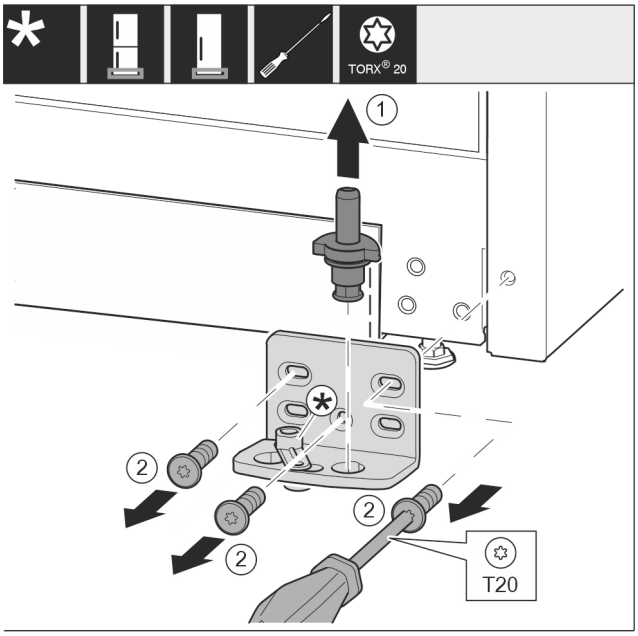

Fig. 12
▶ Extrageți complet bolțul de lagăr *Fig. 12 (1)* în sus.
▶ Deșurubați șuruburile *Fig. 12 (2)* cu șurubelnița și detașați suportul de lagăr.